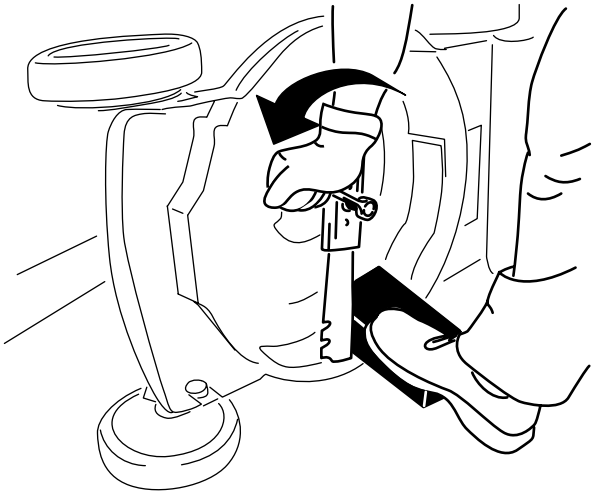

Figura 25
3. Usate un blocco di legno per tenere ferma la lama (Figura 25).
4. Togliete la lama e conservate la bulloneria di montaggio (Figura 25).